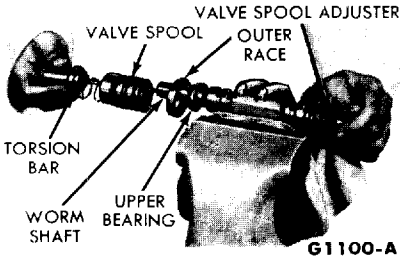

FIG. 14—Valve Spool Adjuster Removal
3. Remove the torsion bar, valve spool, actuator, seal, bearing and race from the worm shaft (Fig. 14). Tap the end of the torsion bar with a soft-faced hammer, if necessary. **The valve spool and the actuator assembly are spring-loaded.** Discard the lower bearing race seal. Separate the valve spool and the actuator assembly from the torsion bar by turning the valve spool and actuator while turning the torsion bar.